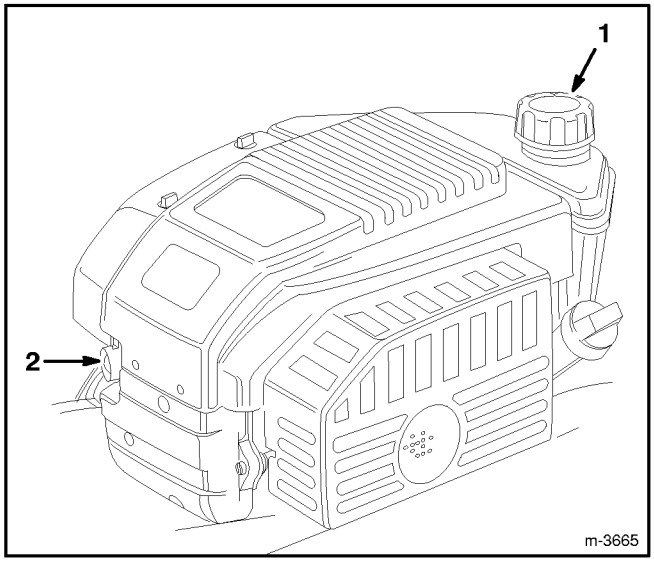

Abbildung 10
1. Rund um den Kraftstofftankverschluß reinigen (Abb. 10) und die Kappe vom Tank entfernen. Bei bleifreiem Benzin den Kraftstofftank bis 6-13 mm unter den Einfüllstutzen füllen.
4. Die Kaltstarthilfe dreimal (3) drücken (Abb. 10). **Zwischen den Betätigungen jeweils zwei (2) Sekunden warten.**